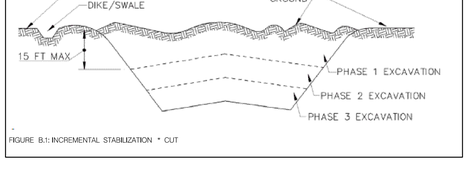

FIGURE B.1: INCREMENTAL STABILIZATION * CUT
2. CONSTRUCTION SEQUENCE EXAMPLE (REFER TO FIGURE B.1):